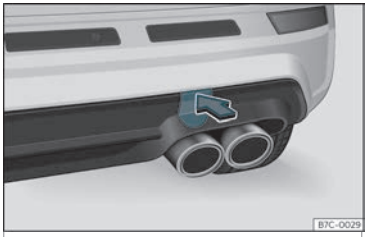

Fig. 42 No lado dereito do parachoques traseiro:retirar a tapa.
A cavidade da argola de remolque enroscada está situada no lado dereito do parachoques traseiro detrás dunha tapa ››› **fig. 42**.
- Prema sobre a parte superior da tapa ››› **fig. 42** para desencaixala.